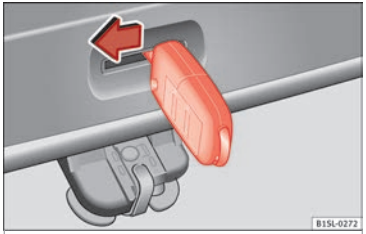

Fig. 7 From the luggage compartment: Emergency unlocking of the booth hatch.
- Insert the key shaft into the rear lid opening ››› **Fig. 7** and press the release lever in the direction of the arrow to unlock the rear lid.